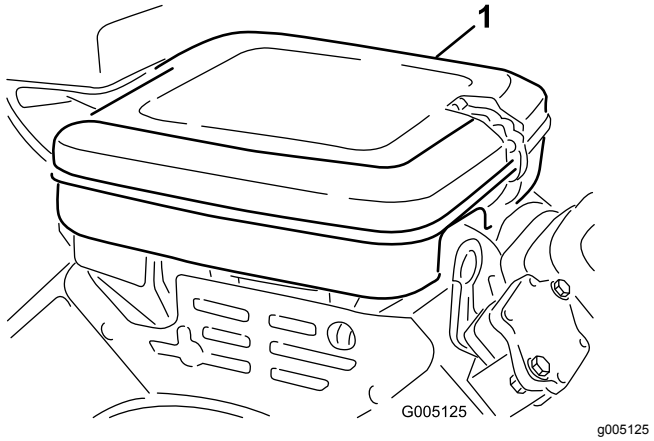

Figur 36
1. Rengör kåpan ordentligt (Figur 36).